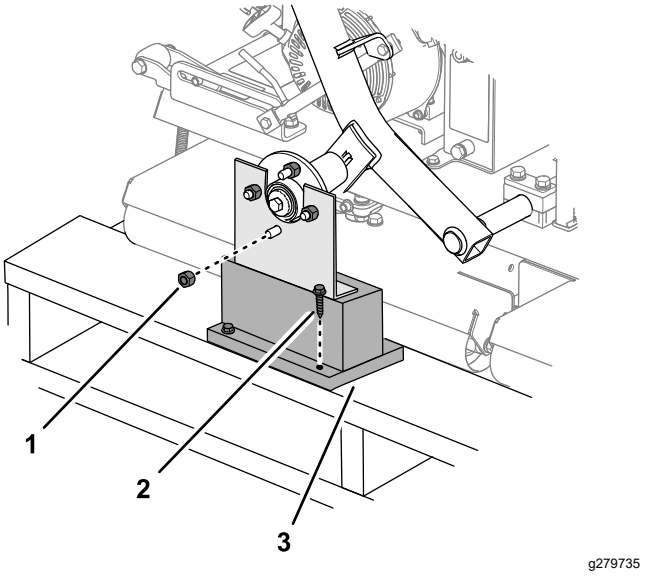

Rysunek 3
1. Usuń nakrętki koła mocujące piasty koła do wspornika transportowego (Rysunek 3).
2. Odkręć drugą nakrętkę koła nakręconą na wypust piasty koła (Rysunek 3).
3. Odkręć śruby z niepełnym gwintem mocujące wspornik transportowy do palety i wyjmij wspornik (Rysunek 3).